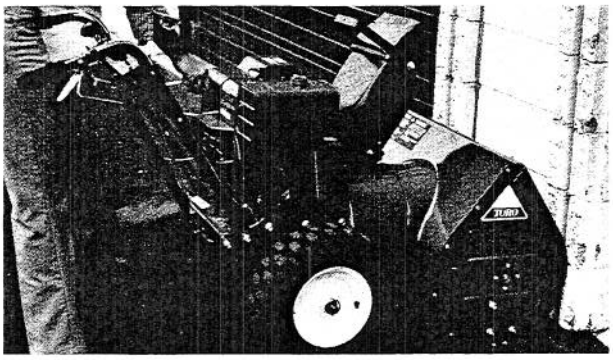

Figure 16
2. Start the engine, engage the wheel clutches and shift to any forward gear. Slowly run the unit against something solid (a wall or post) (Fig. 16). Return the shift lever to neutral; the wheels should stop driving. If they don't, turn the key to off. Turn the U-shaped bracket upward 1/2 turn. Repeat if necessary.